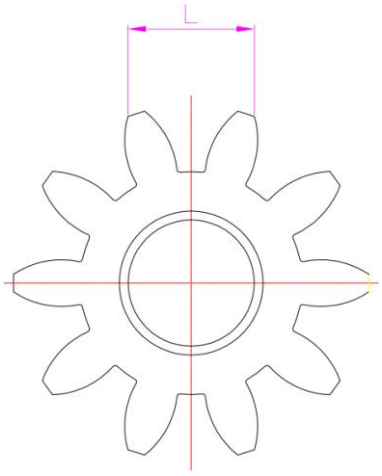

Figure 18
Figure 18 gear wear limit
9.6 rack wear limit (see Figure 18)